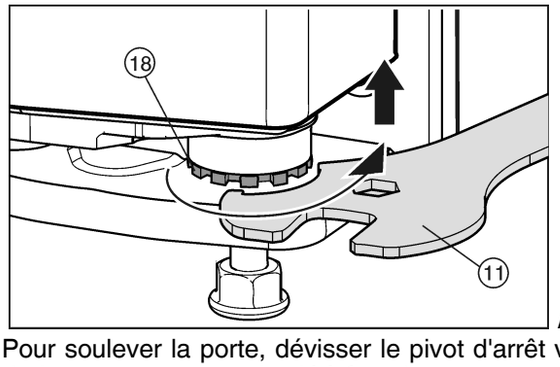

*Fig. 31*
▶ Pour soulever la porte, dévisser le pivot d'arrêt vers la droite *Fig. 31 (18)* avec la clé à fourche *Fig. 31 (11)* jointe. A la livraison, le pivot d'arrêt est complètement vissé.